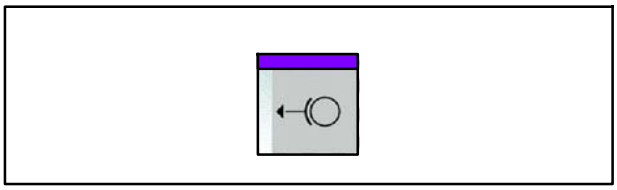

Fig. 184 Touche Desserrer le frein
16. Activer le frein en appuyant sur la touche Desserrer le frein (Fig. 184)